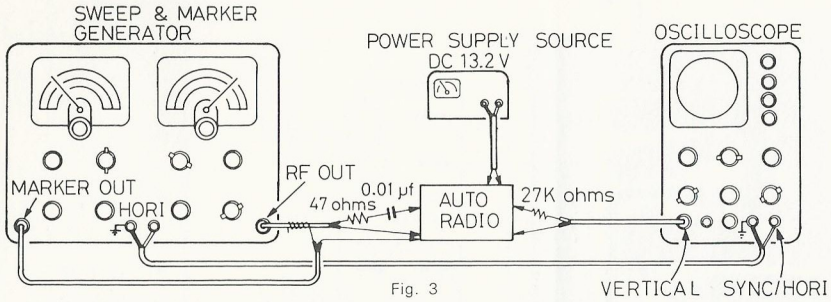

Fig. 3
(1) Preparations for alignment
a. Connections (Refer to Fig. 3)